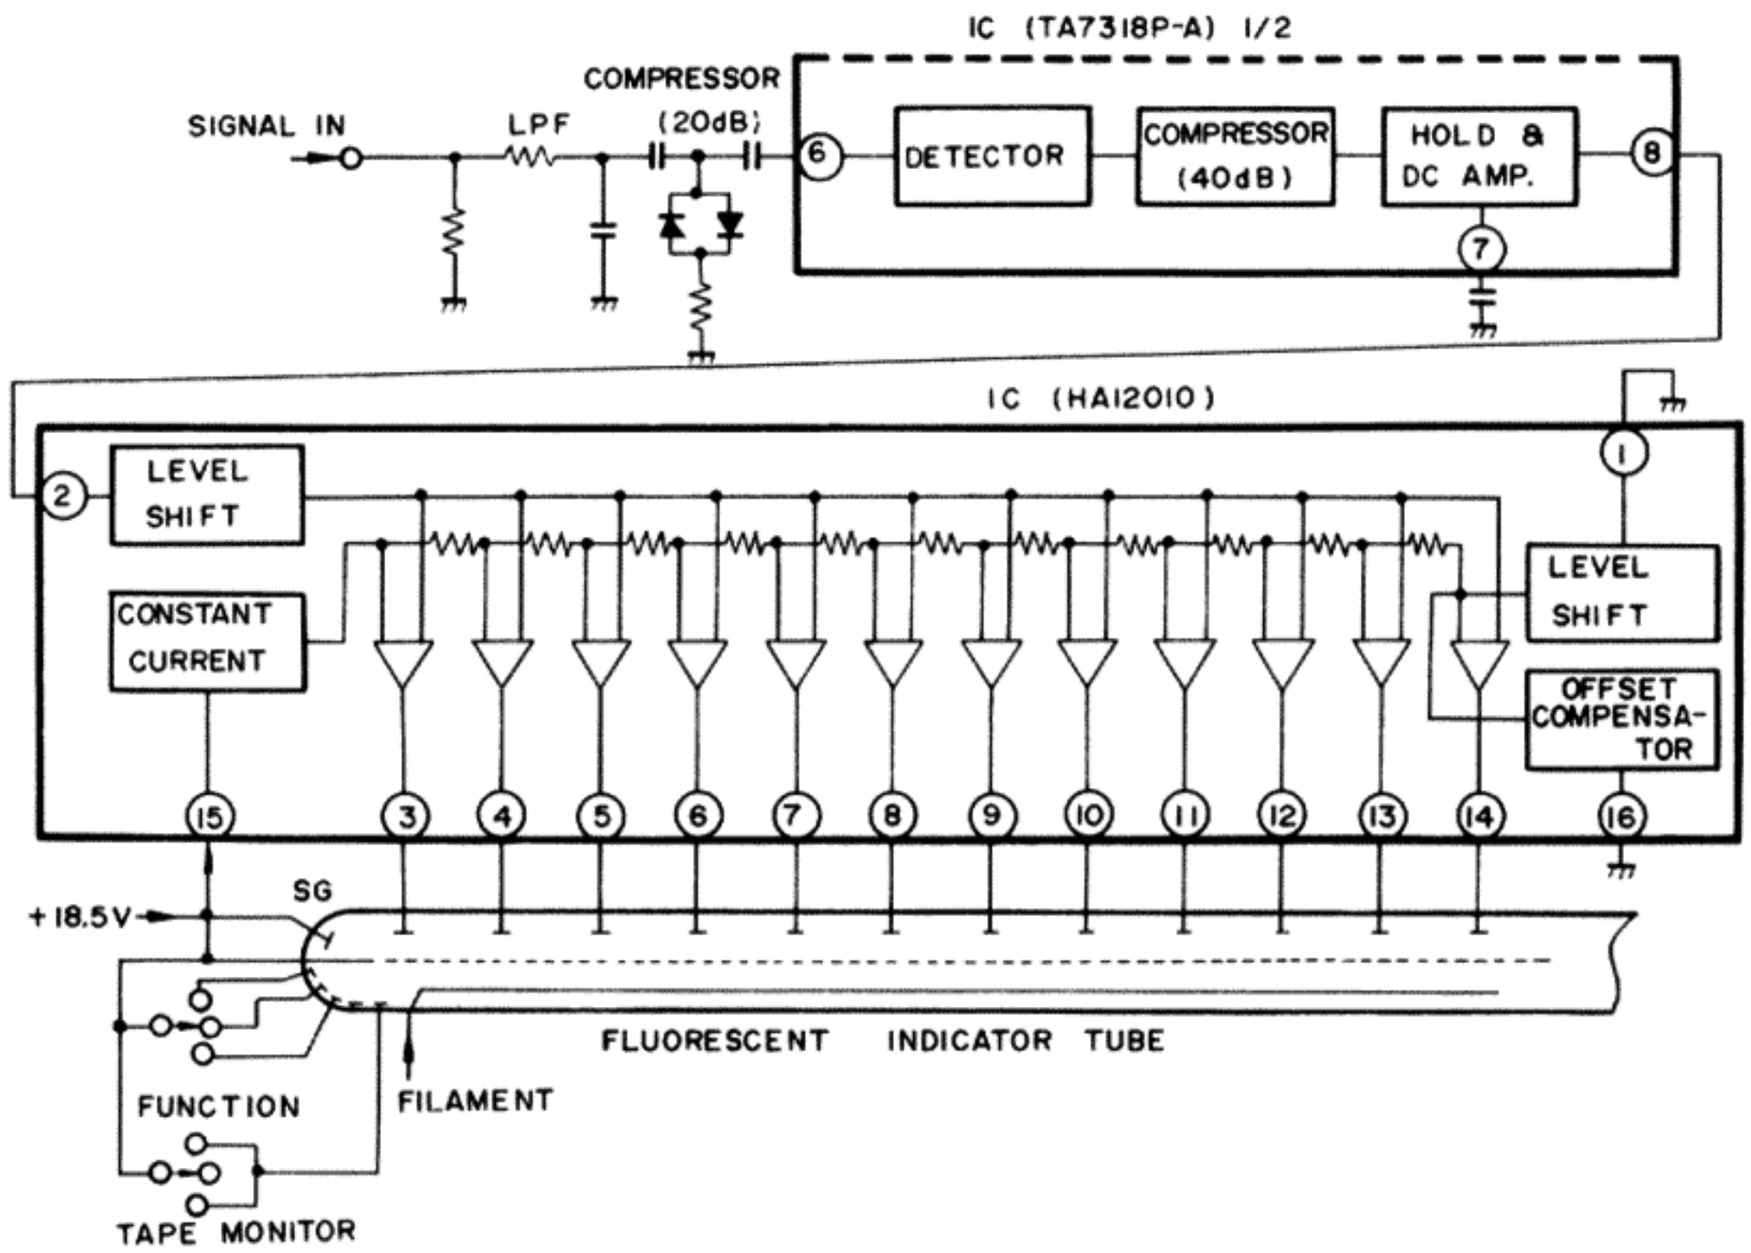

Fig. 8 Indicator circuit
An outline of the FL tube drive circuit is shown in Fig. 8. The output circuit signal is first passed through a low-pass filter and a compressor circuit before being applied to pin no.6 (4) of the IC (TA7318P-A). The compressor circuit makes use of the non-linearity of the rising portion of the diode's Vd — Id characteristics to contract the signal dynamic range by 20dB. The IC contains a detector circuit, compressor (40dB), and peak hold circuit for both left and right channels. The dynamic range of the signal is thus contracted by 60dB to obtain a "peak held" DC voltage.